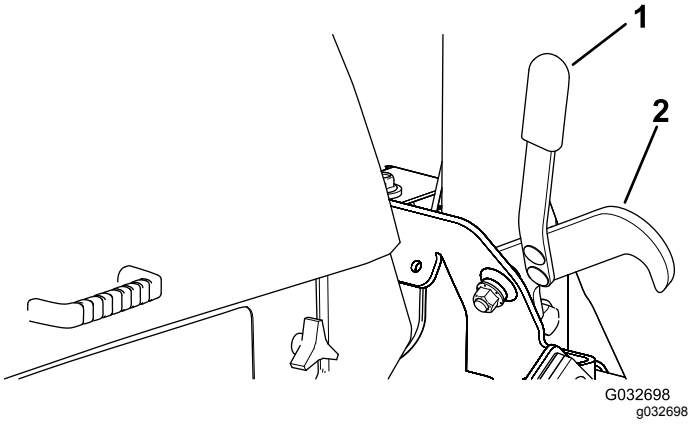

Figur 29
2. Använd handtaget och haka loss hakarna som håller däcken i det upphöjda läget (Figur 29).